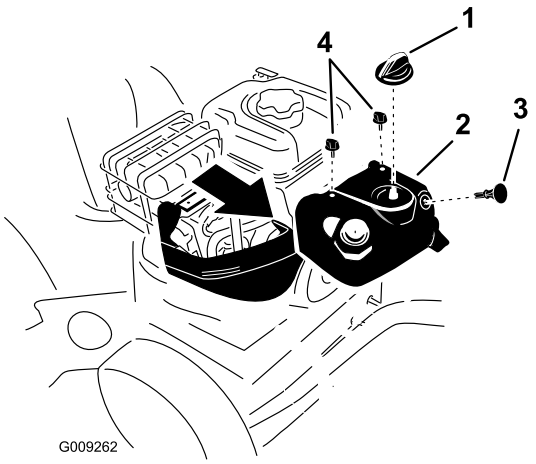

Figur 55
Obs: För att komma åt tändstiftet måste du först ta bort den övre snökåpan (Figur 55).
1. Ta bort chokereglaget och tändningsnyckeln (Figur 55).
2. Ta bort de två skruvarna som fäster den övre snökåpan på snöslungan (Figur 55).